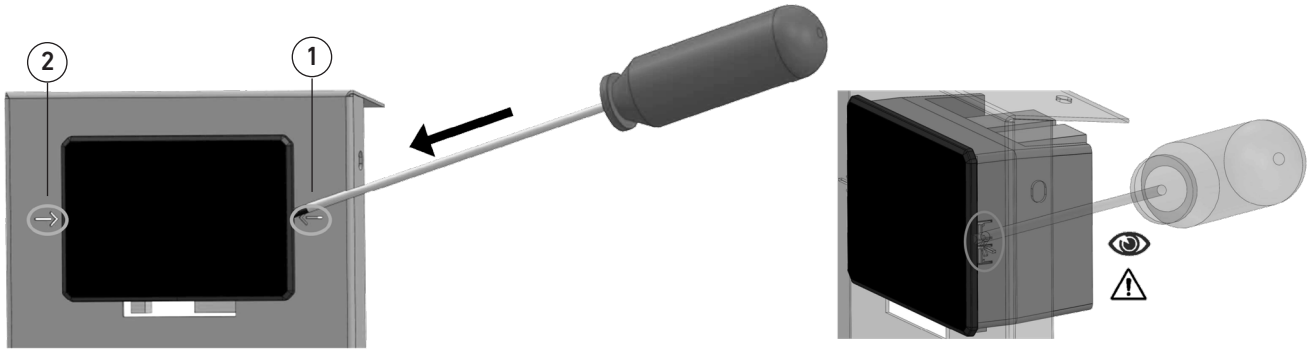

fig. 20
- Inserire la punta di un cacciavite a testa piatta tra la lamiera di supporto e la cornice della centralina nei punti indicati dalle frecce presenti ai lati della centralina (fig. 20 part. 1-2);